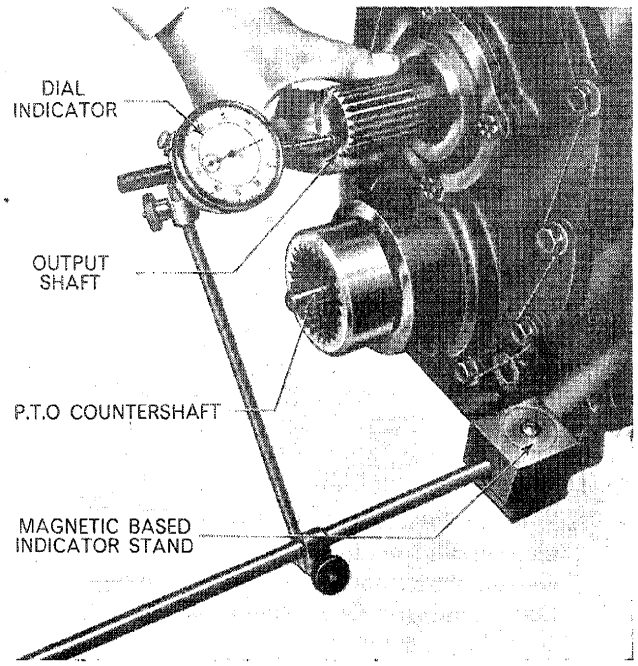

Figure 40
c. Using a standard dial indicator, calibrated in 0·001 in., or 0·01 mm divisions, Figure 40, set the indicator plunger against the end face of the output shaft. Move the shaft in and out, noting the end-float reading on the indicator.